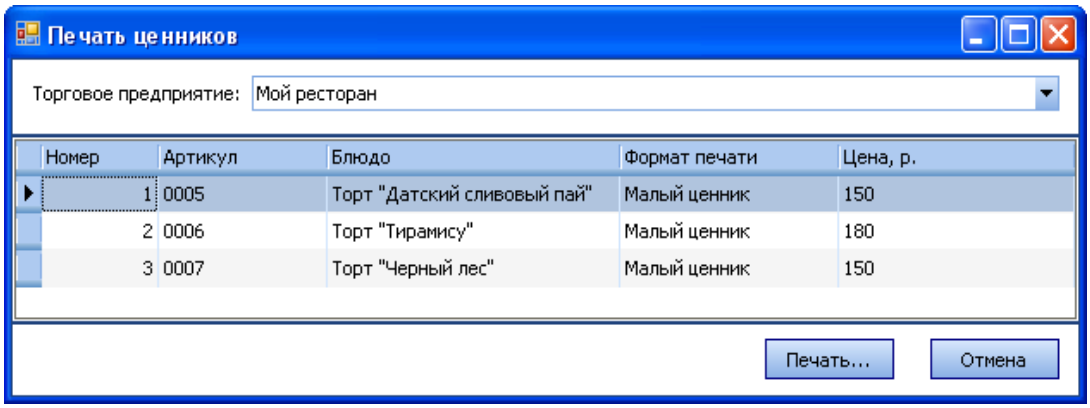

Рисунок 77 Окно Печать ценников
2. Нажмите кнопку **Действия → Печать ценников**. Откроется окно **Печать ценников** (см. Рисунок 77). В данном окне содержится перечень позиций, выбранных в приказе на момент вызова окна.